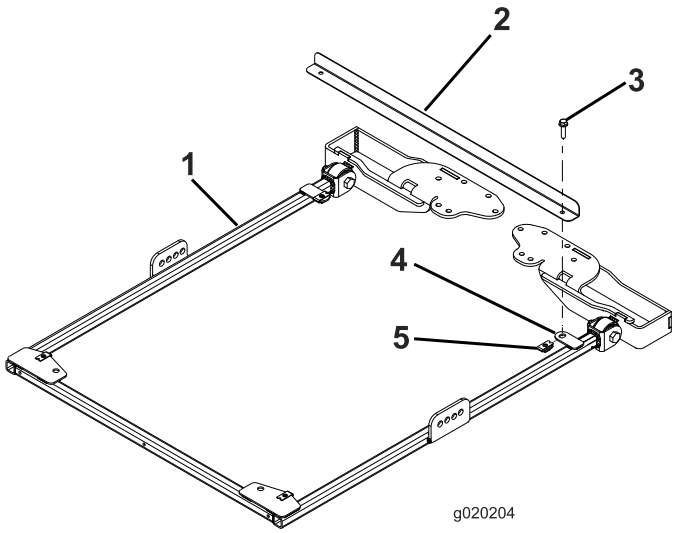

Figur 5
1. For at justere rammen korrekt skal rammejusteringsstangen fastgøres på monteringstapperne på bagsiden af solskærmens ramme med 2 flangehovedbolte (5/16 x 1-1/4 tommer) som vist i Figur 5.